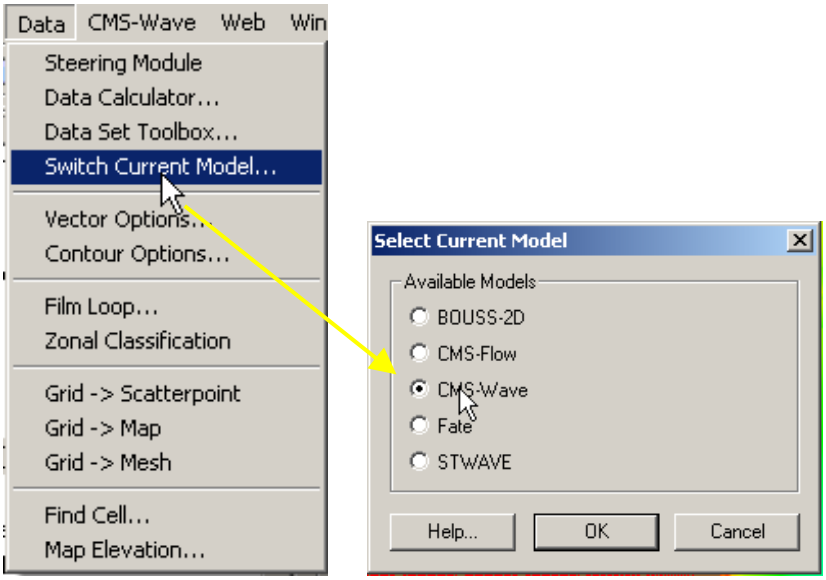

Figure 28. *Data* Options, *Switch Current Model*: Available Models.
1. Open one of the generated grids rt-click the Grid in the SMS list, and click on *Duplicate*, select the copied grid (copy) to activate it, and go to *Data*, *Switch Current Model* (Figure 28),